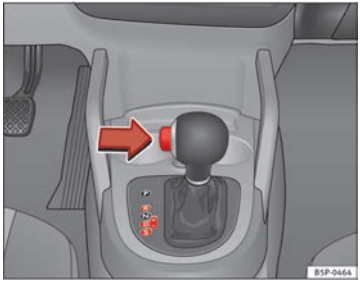

Fig. 145 Guida
– Premere il pulsante del pomello (posto sulla sinistra dello stesso) ⇒ fig. 145.